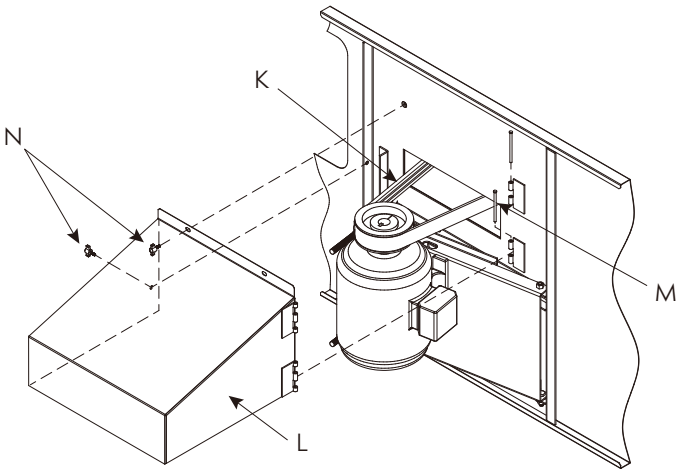

图 17b – 电动机保护罩和高强皮带的安装
7. 将高强皮带（**K**）绕在通风机和电动机的皮带轮上（见**图17b**）。利用"J"型螺栓上的螺母来调整皮带松紧度。不要调得过紧。用手在皮带中心位置上加适当的压力，其水平方向上的挠度约为 1/2″ (13mm)。
10. 装上电动机保护罩（**L**），对上铰链，插入铰链销（**M**），**见图17b**。